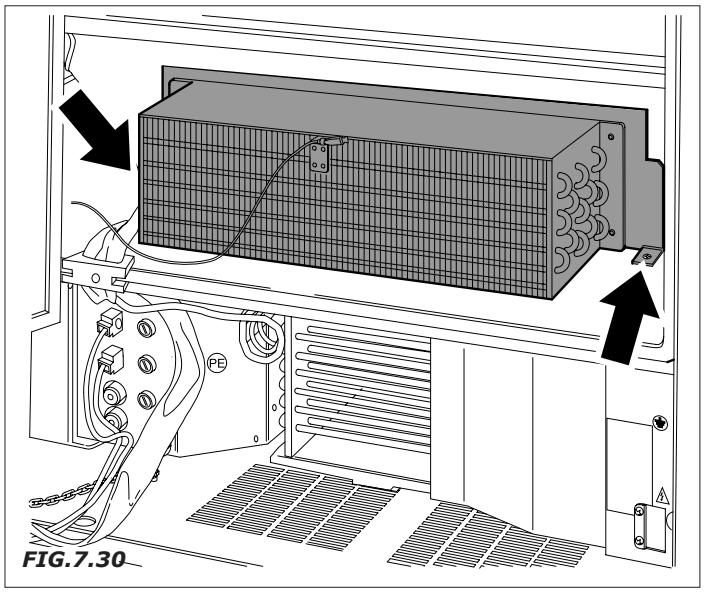

FIG.7.30
- Extraer los dos tornillos de fijación del evaporador y cortar las abrazaderas de fijación de la sonda electrónica (Fig.7.30).